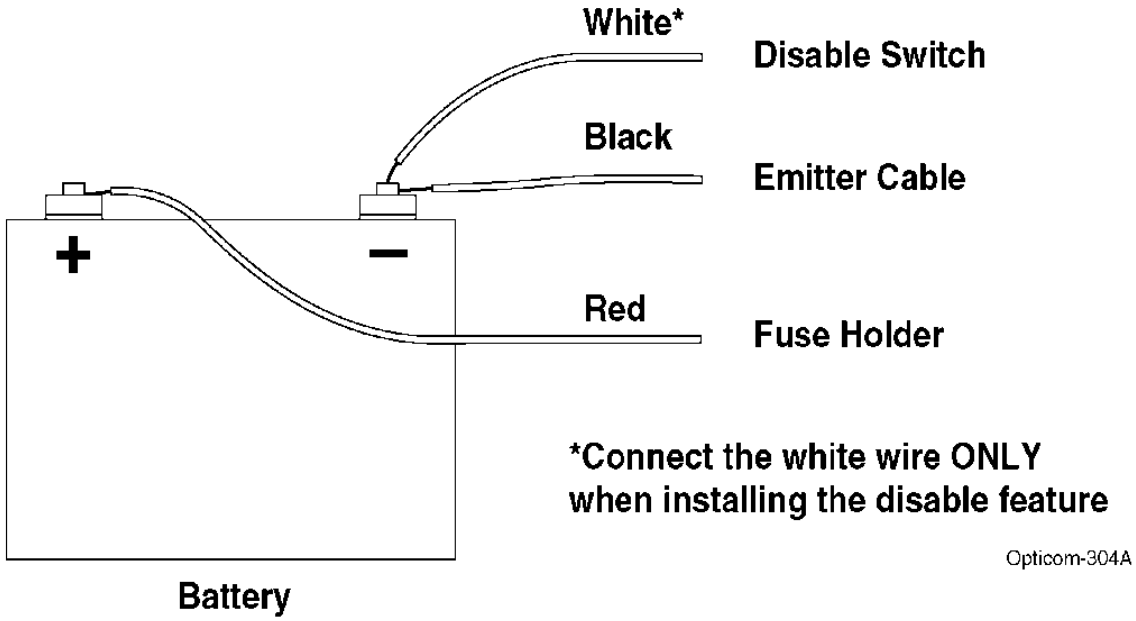

Figure 5-10. Battery Connections
2. Route the customer-supplied red, black, and white wires to the battery. (Use the white wire only when installing the Disable feature.) See Figure 5-10.